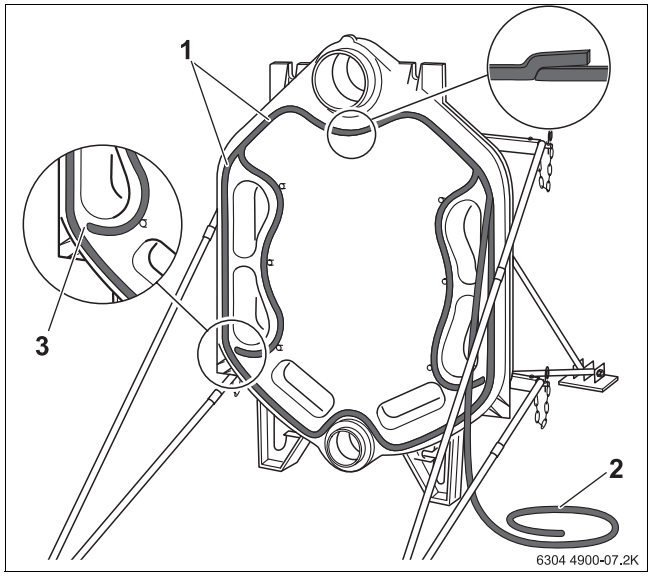
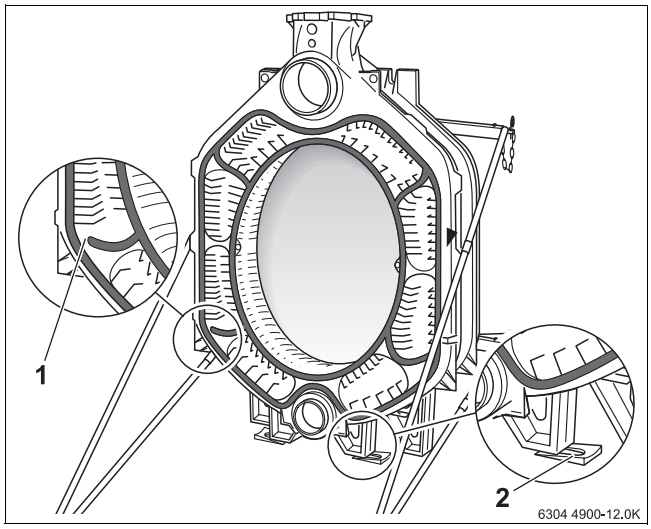

Bild 12 Dichtschnur (KM-Schnur) einsetzen
Bild 17 Kesselgliedfußkeile verwenden
- Dichtschnur an den Stößen links und rechts nicht überlappen lassen (→ Bild 12, **3**).
Abbildung 17 zeigt das Mittelglied mit Vorlaufanschluss. Die Nippel zur Montage des nächsten Mittelglieds sind in die entsprechenden Naben eingesetzt. In die Dichtnut wurde bereits die Dichtschnur eingelegt. Wie beim Hinterglied (→ Bild 12, Seite 15) gezeigt, ist auch hier die elastische Dichtschnur unterbrochen. Das Kesselglied wurde zur Vereinfachung der Montage mit Kesselgliedfußkeilen ausgerichtet. Die Kesselgliedfußkeile finden ebenfalls zur späteren endgültigen Ausrichtung des fertigen Kesselblocks Verwendung.
- Kesselblock in der Senkrechten und Waagerechten auf dem Fundament bzw. schalldämpfenden Unterbau ausrichten (→ siehe Kapitel 4.3.1, Seite 11). Dazu die mitgelieferten Kesselgliedfußkeile verwenden (→ Bild 17, Seite 17).